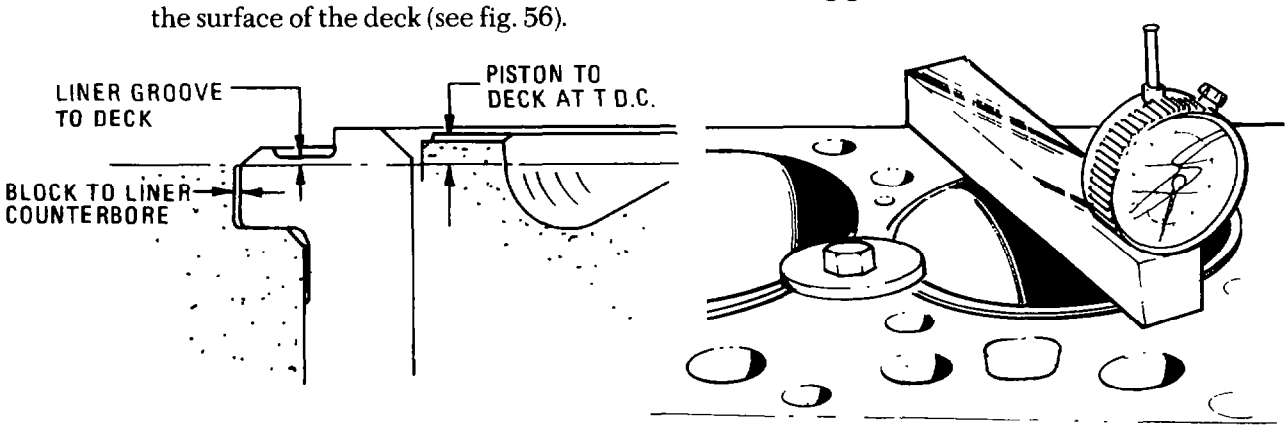

Fig. 56 — Cylinder Liner and Piston Relationship to Block
c. Measure the liner heights to ensure that they fall within specifications (see Table 3); measurements are taken from the bottom of the fire-ring groove in the shoulder of the liner to the surface of the deck (see fig. 56).